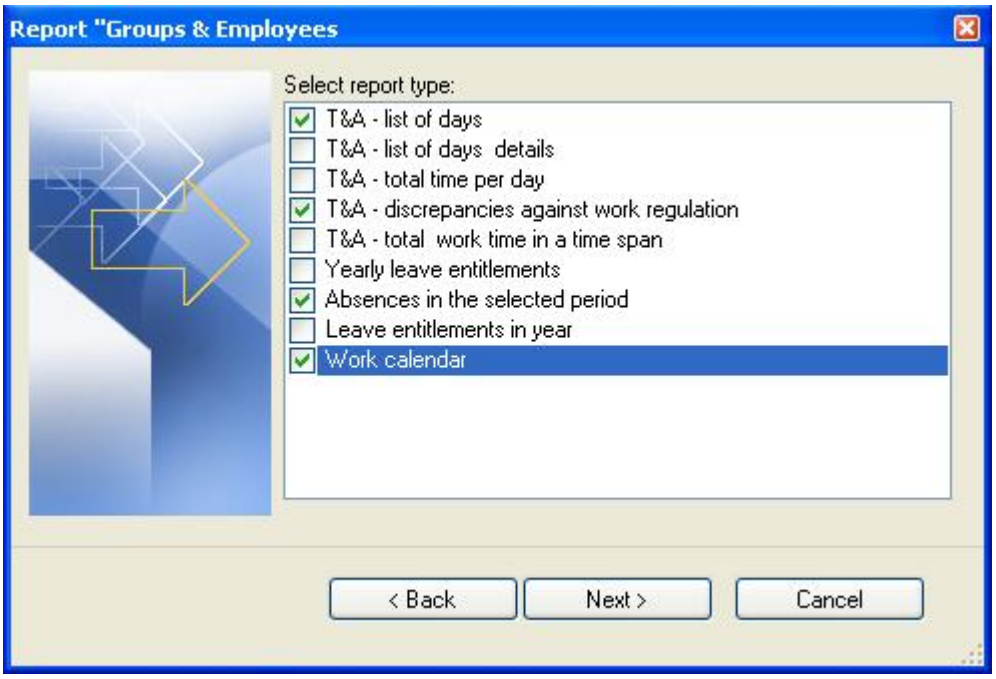

Figure 24. *Selecting report types to be generated*
Step 1. Select report types to generate. In the example below (see Figure 24), the generic report on work time, the report on discrepancies to work regulations (late arrivals, exceeded break limits — e.g. cigarette breaks, and so on), absences in the selected period and the work calendar report, have been selected.